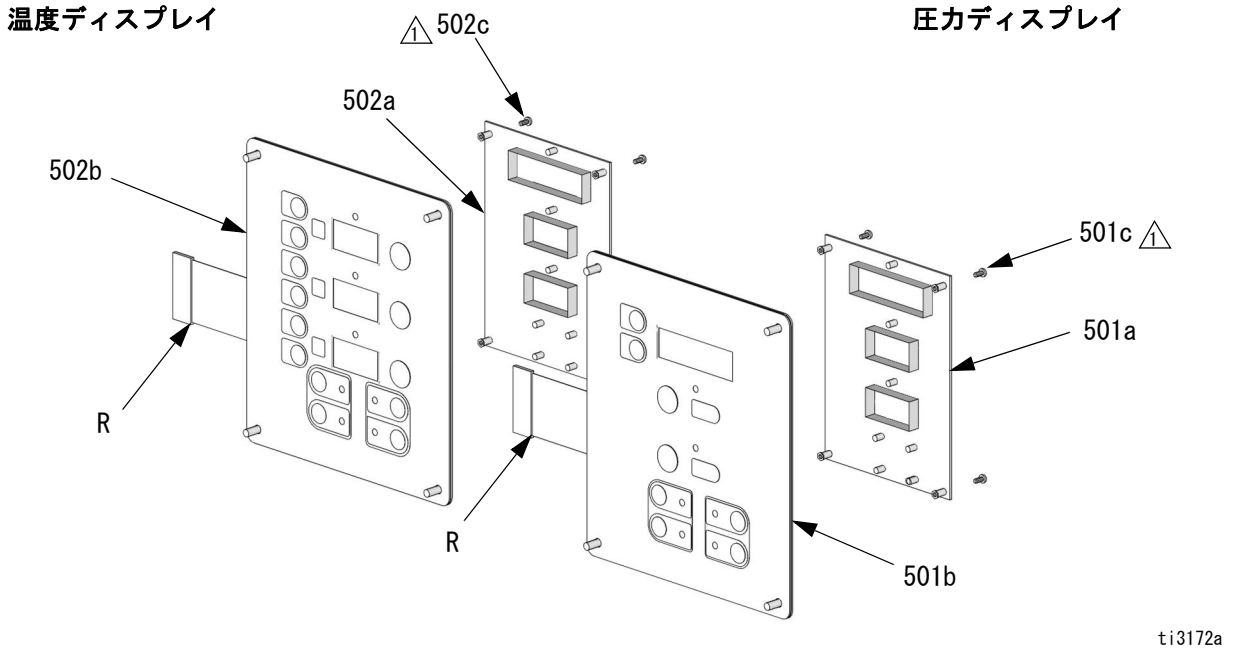

**図 13. ディスプレイモジュール**
5. ディスプレイモジュールの左下の角にあるメインディスプレイケーブル（20）を外します。図 13 を参照してください。
6. ネジ（509、510）とカバー（504）を外してください。図 13 を参照してください。
7. 温度ディスプレイ（501）または圧力ディスプレー（502）背後からケーブルコネクタ（506および511）を外します。図 13 を参照してください。
8. ディスプレイの背面からリボンケーブル（R）を外します。図 13 を参照してください。
10. ディスプレイを分解します。図 13 で詳細を参照してください。
12. ホース・ゾーンにエラーが発生した場合は、機械に直接差し込んで FTS をテストして下さい。図 13 図示された場所に中強度シーラントを塗布します。ディスプレイの接地線（G）が、ケーブルブッシングとカバー（504）間にネジ（512）で固定されていることを確認します。
5. ネジ（509、510）およびカバー（504）を外します。図 13 を参照してください。